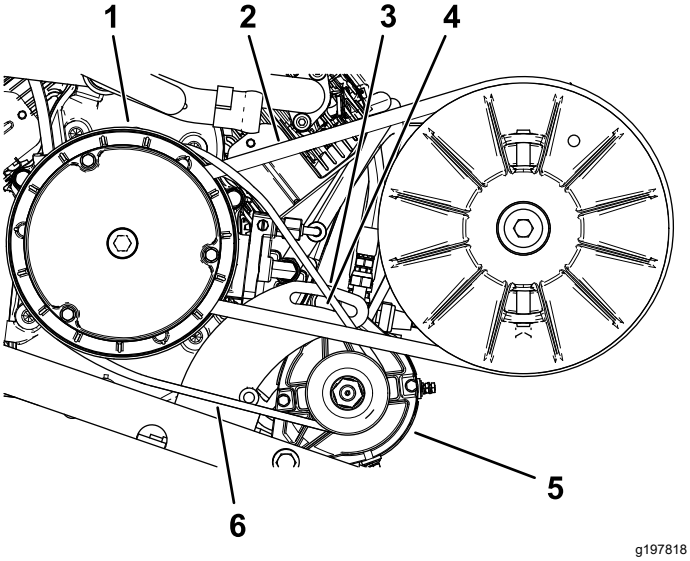

Figur 70
2. Lossa startgeneratorns svängmutter (Figur 70).
4. Tryck bändstången nedåt för att vrida startgeneratorn nedåt i skåran tills remmen är så spänd att den endast böjs 6 mm då en kraft på 44 Nm appliceras (Figur 70).
5. Dra åt svängmuttern för hand och ta bort bändstången (Figur 70).